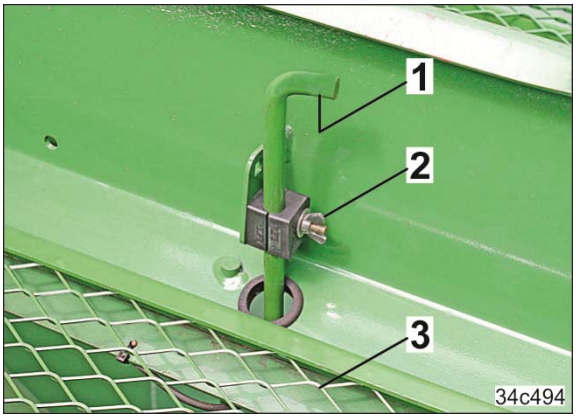

Fig. 113
7.1 Die Verstellstange (Fig. 113/1) mit dem Leermeldesensor festhalten.
7.2 Die Flügelmutter (Fig. 113/2) lösen und die Höhenlage des Leermeldesensors entsprechend der gewünschten Saatgutrestmenge einstellen.
Die Siebroste (Fig. 113/3) schützt vor Berührung mit der rotierenden Dosierwalze und kann nicht entfernt werden.